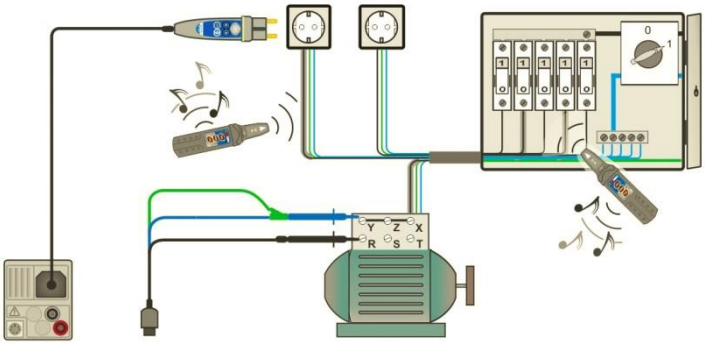
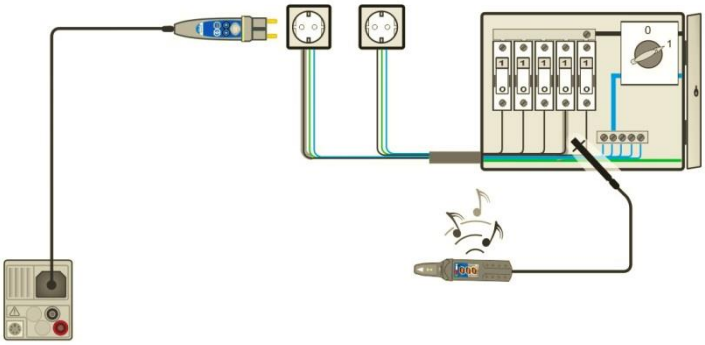

Figure 4.122: Tracing wires under walls and in cabinets
Figure 4.123: Locating individual fuses
- Connect test leads to the tested object (see ***Figure 4.122*** and ***Figure 4.123***).